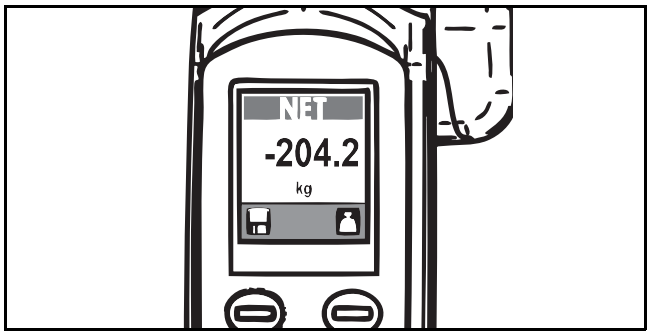

Fig. 67
2) Fuldfør forflytningen af plejemodtageren, og tag denne ned fra liften. Vægten vil vise et negativt tal (se Fig. 67).